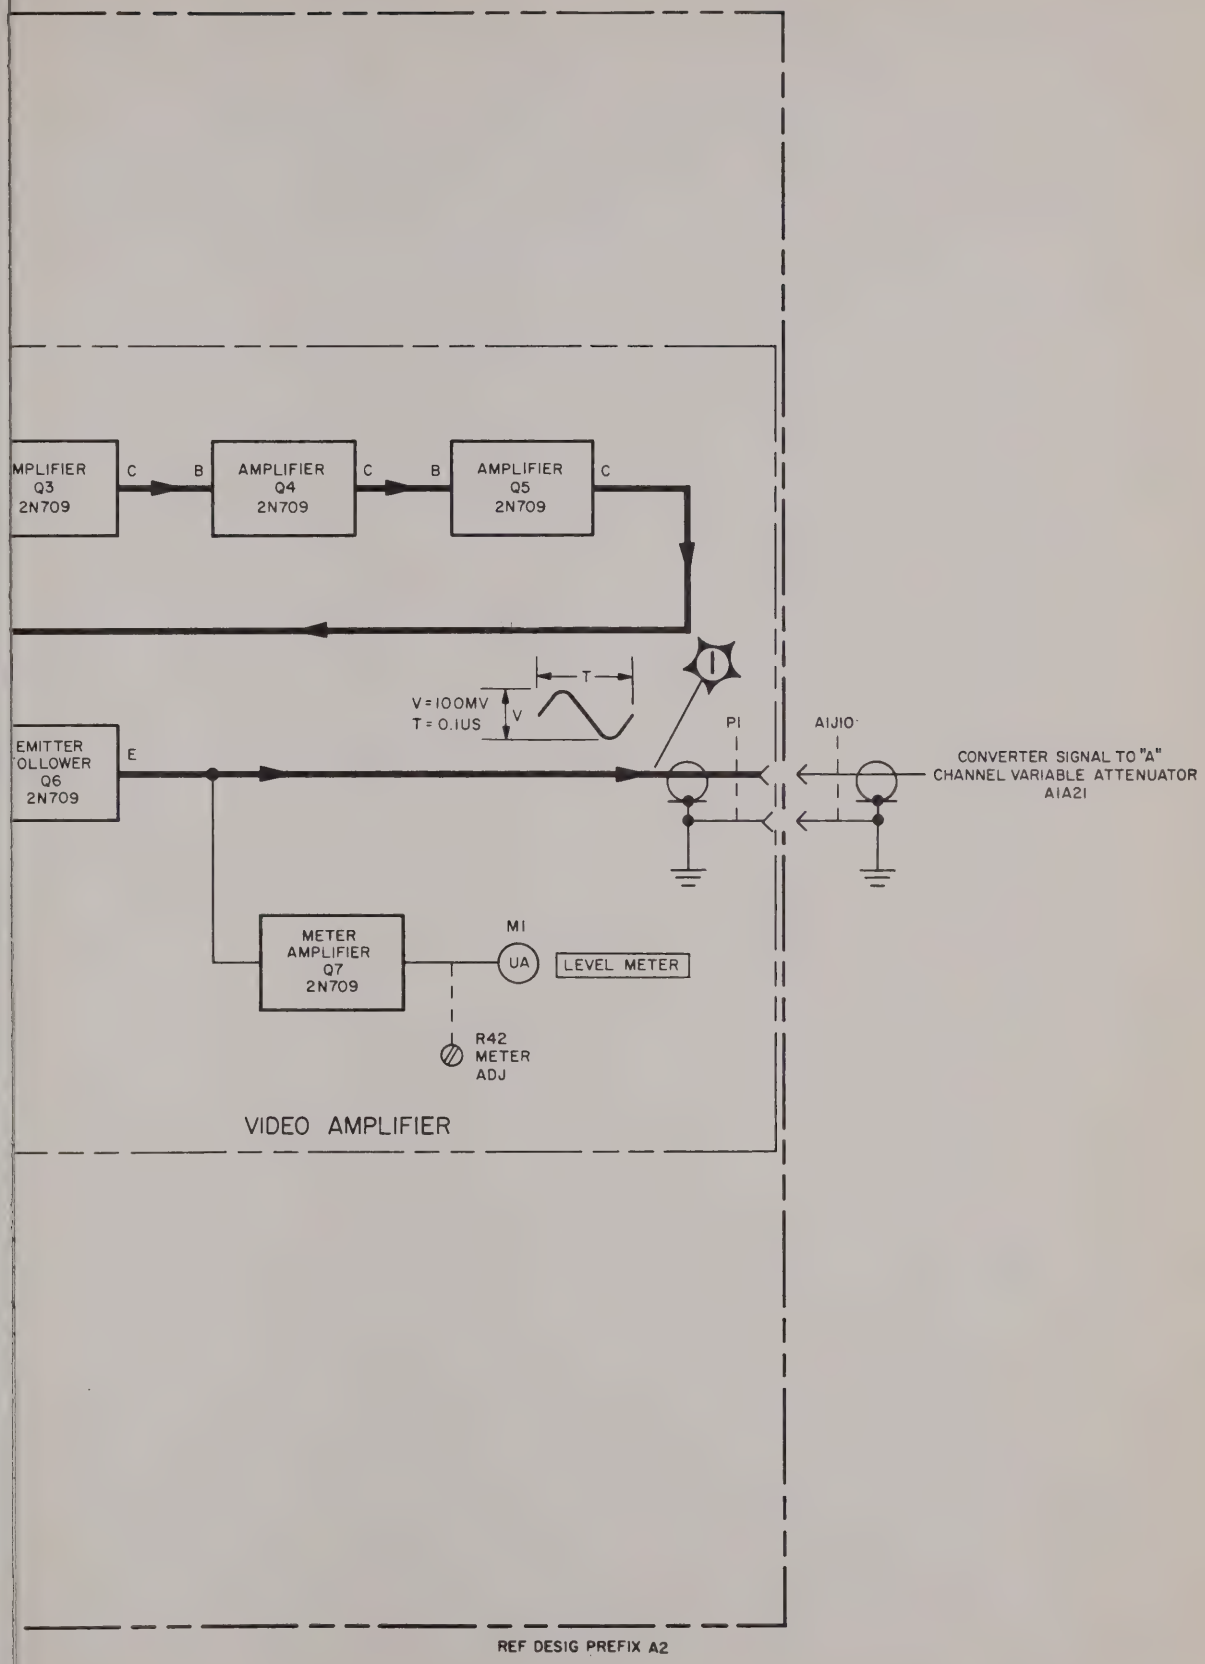

Figure 4-5. Electronic Frequency Converter CV-1921/USM-207, Functional and Servicing Block Diagram
c. USEFUL ILLUSTRATIONS. — Illustrations useful in maintaining this functional section are: figures 4-5, 5-4, 5-5, 5-6, 5-7, 5-8, 5-9, 5-51, 5-52, 5-53, 5-54, 5-60, and 5-61.